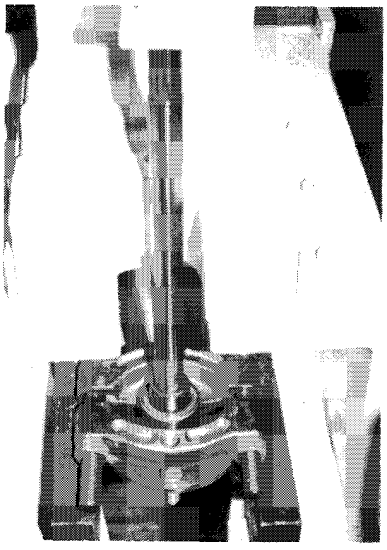

Figure 6-5
2. Press off the bearing (18) and collar (16) together (**Figure 6-5**).